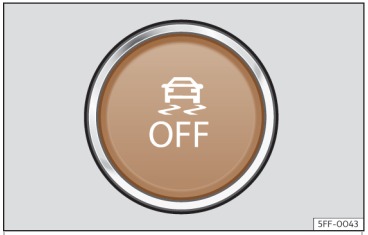

Fig. 189 Nella parte inferiore della console centrale: tasto per attivare/disattivare l'ESC
- L'ESC in modalità "Sport" può essere attivato o disattivato premendo brevemente il tasto sulla console centrale>>> **fig. 189** .
- L'ESC può essere disattivato premendo a lungo il tasto sulla console centrale >>> **fig. 189** e può essere riattivato premendolo brevemente.